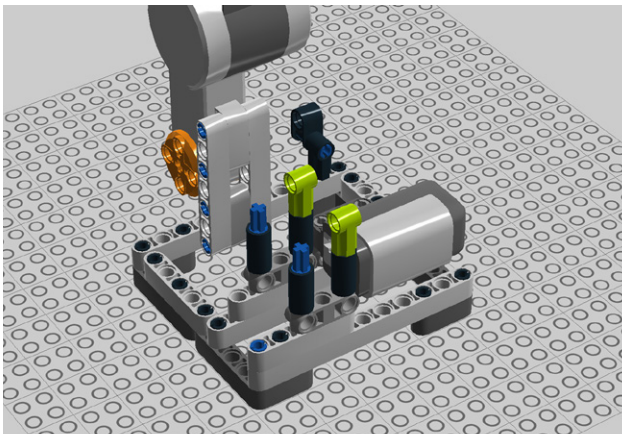

Figure 9-104. *Step 99: Adding two angle elements*
99. Add 0-degree angle elements (Figure 9-104).